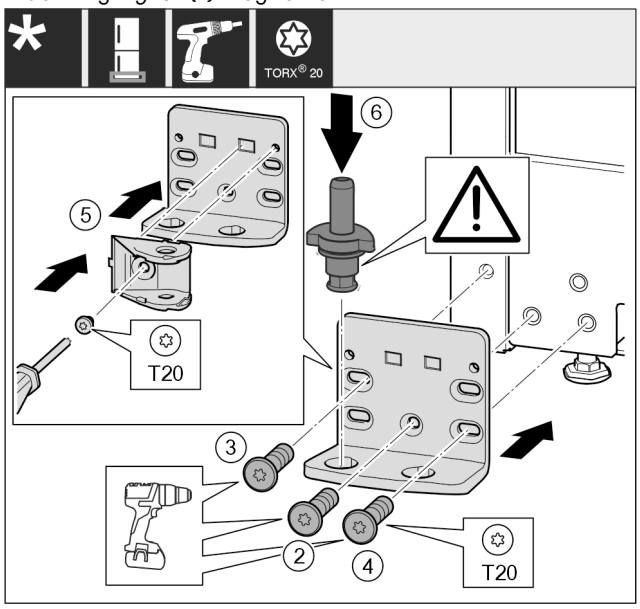

Fig. 32
- ▶ Lagerbok aan de andere zijde plaatsen en met behulp van een schroevendraaier er in schroeven. Met schroef *Fig. 32 (2)*onder in het midden beginnen.
- ▶ Schroef *Fig. 32 (3)* en schroef *Fig. 32 (4)* vastschroeven.
- ▶ Sluitdemperverbinding *Fig. 32 (5)* 180° draaien. Aan de andere zijde van het lagerbok met een schroevendraaier er in schroeven.
- ▶ Lagerbouten *Fig. 32 (6)* volledig insteken. Let hierbij op dat het vergrendelingslipje naar achteren wijst.